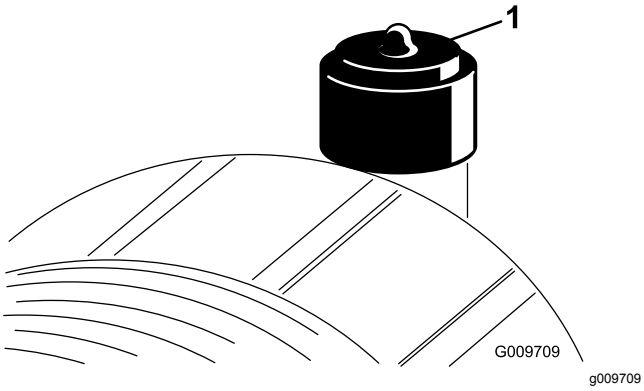

Figuur 75
Geef het luchtfilter uitsluitend een onderhoudsbeurt als de onderhoudsindicator (Figuur 75) dit aangeeft. Als u het luchtfilter vervangt voordat dit nodig is, wordt alleen maar de kans vergroot dat er vuil in de motor komt als u het filter verwijdert.
2. Stel de indicator (Figuur 75) opnieuw in als deze rood is.